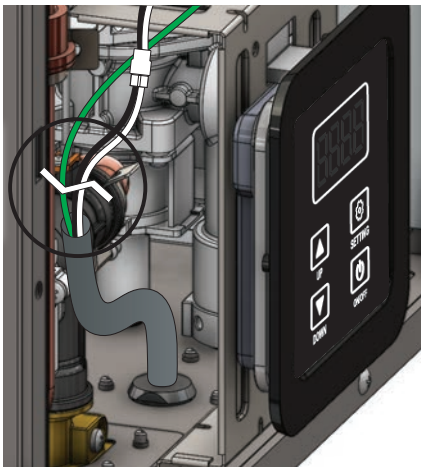

Figure 41 - System power cord cut location.
2. Locate the system power cord and cut the wires at the location shown in Figure 41.